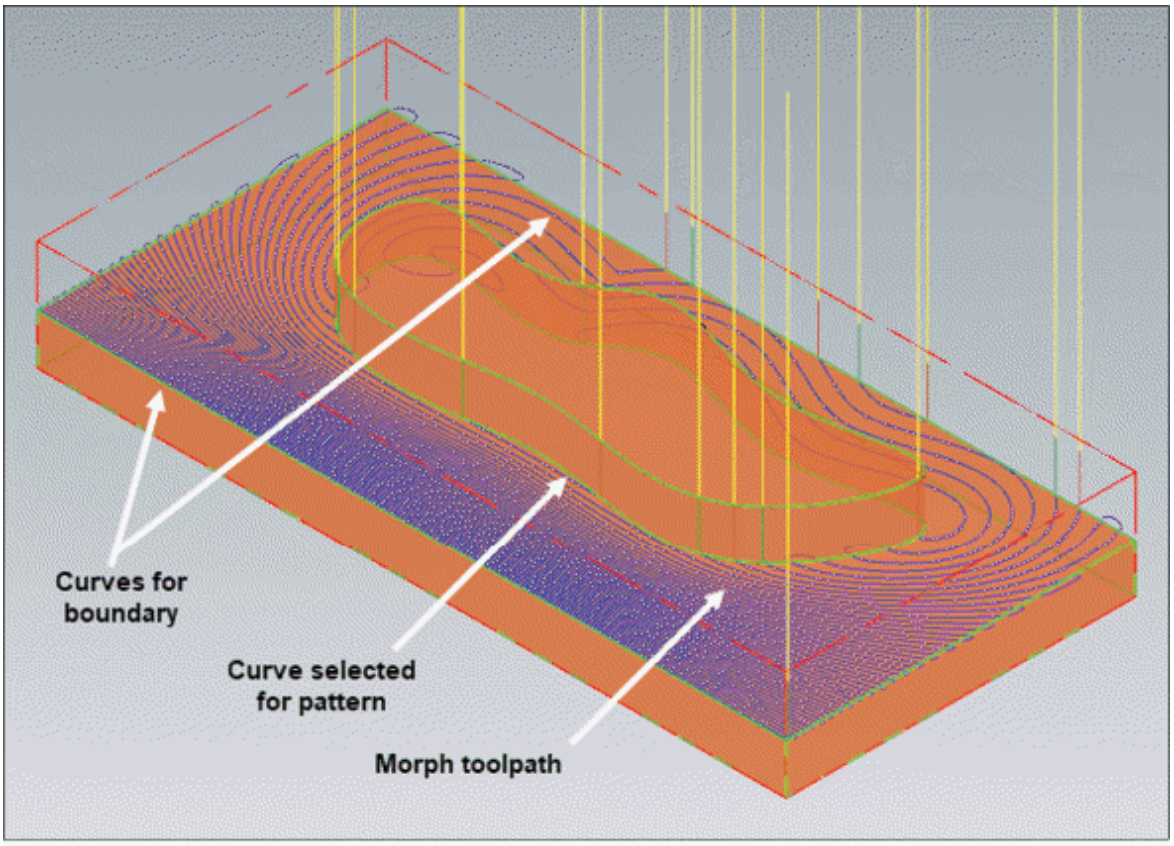

Figure-33. Morph toolpath created
- Set the other parameters in the dialog box as discussed earlier and click on the **OK** button to create the toolpath. The morph toolpath will be created; refer to Figure-33.